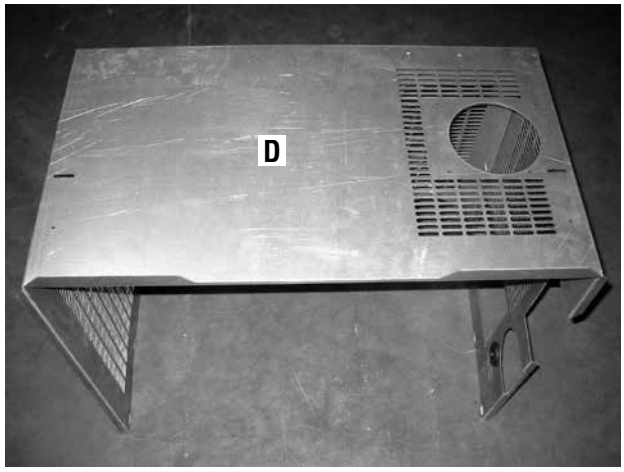

Figure 57
4. Installer la plaque supérieure D en la plaçant au-dessus des plaques A, B et C comme illustré à la ***figure 57***. Trois trous sont percés en haut de la plaque et de chaque côté. Insérer les vis uniquement à gauche et à droite. Les trois trous restants sur la plaque D serviront à l'étape 7.